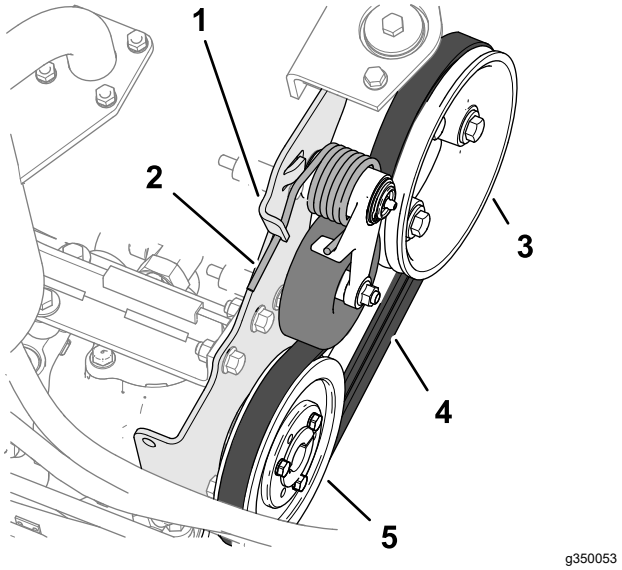

Figuur 90
2. Duw het einde van de riemspanveer naar benden en uit de inkeping in de lip van de pompbevestiging en beweeg het veeruiteinde naar voren (Figuur 90).